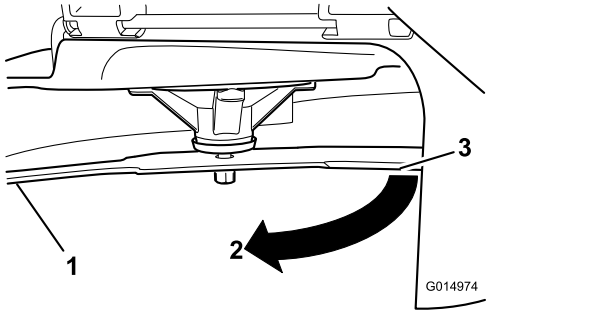

Figura 62
3. Distância medida entre a lâmina e a superfície (A)
4. Rode a mesma lâmina 180 graus para que a extremidade de corte oposta fique na mesma posição (Figura 62).